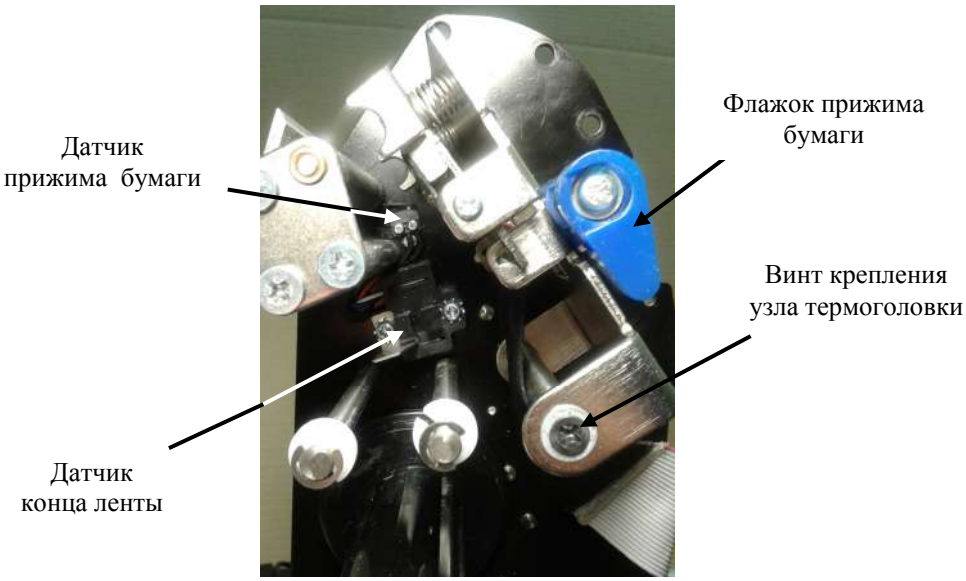

Рис. 7.20
7.6.4.2.2 Отвинтить винт крепления узла термоголовки (Рис. 7.20).
7.6.4.3.3 Отвинтить два винта крепления датчика конца ленты (Рис. 7.20).